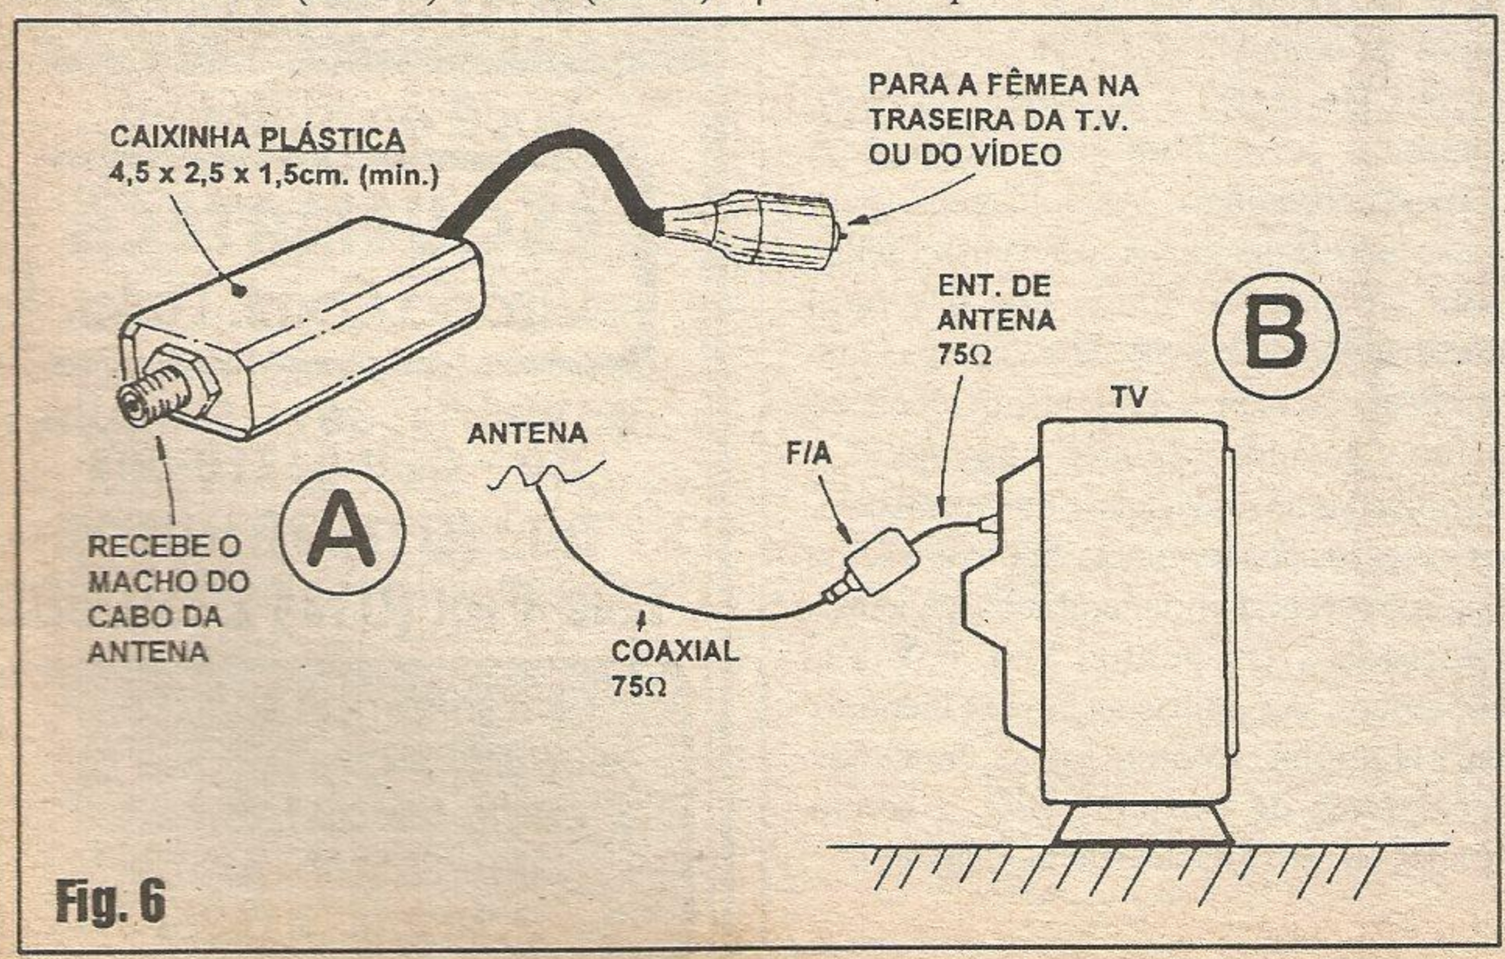

Fig. 6
**- FIG. 6 - *AGASALHANDO* O *FIA*, E USANDO O DISPOSITIVO... -** No item **A** da figura temos uma sugestão óbvia para acondicionamento/acabamento da montagem, simplesmente embutindo-se a plaquetinha num pequeno *container* plástico (atenção: **não** usar caixinha de metal...), no qual, numa das laterais menores fica o *jaque* coaxial, e na face oposta situa-se a saída do pedaço de cabo coaxial, terminado no *plugue* "F"... Convém que, depois de tudo acomodado e conferido, o interior da caixinha seja preenchido com adesivo forte de *epoxy*, de modo a lacrar e proteger o circuito... No segundo bloco do diagrama (**B**) temos a (também óbvia...) maneira de instalar o **FIA**, simplesmente intercalando-o no cabo de *descida* da antena da TV, de modo que o dispositivo fique logo junto à traseira do receptor... Para tanto, basta enfiar o *plugue* "F" do **FIA** na *fêmea* coaxial existente na traseira do televisor (entrada de antena - 75 ohms...) e *plugar* o cabo da antena no *jaque* coaxial do próprio filtro...! Tudo muito direto e fácil!
Em alguns raros casos (interferências *muito* severas, e atingindo tanto o cabo de *descida* quanto a própria antena...), ruídos muito persistentes poderão ser combatidos com a inserção de *mais um* **FIA**, este colocado *lá em cima*, exatamente onde o cabo coaxial de *descida* está conectado à antena... Assim, teremos uma dupla filtragem, *em série*, aplicada nos dois *nós* do sistema de antena, para a máxima proteção possível... Na maioria das circuntâncias, contudo, uma proteção simples, como a proposta na **FIG. 6-B** será suficiente...